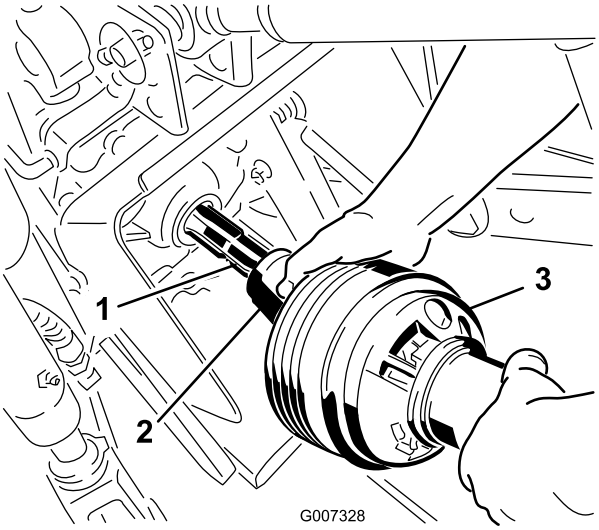

Figuur 18
3. Sluit de aftakas aan op de aftakas van de tractor (Figuur 18).